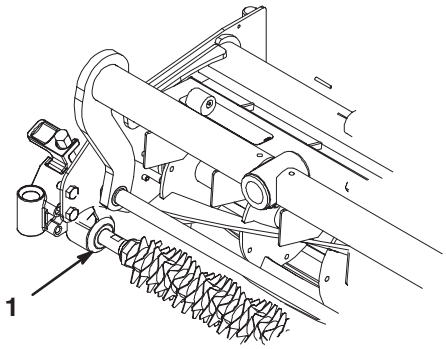

Figure 34
29. Slide the seal guards against the height of cut assembly bearing housings on both ends of the groomer shaft (Fig. 34).